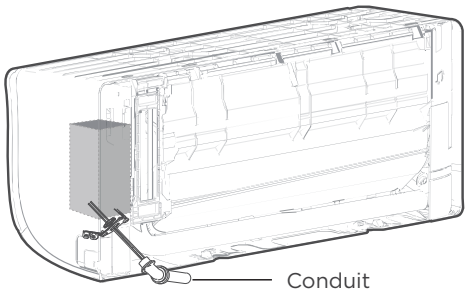

Fig. 9 — Conduit
4. As shown in Figure 9, insert the wires including the ground wire into the conduit and secure them with lock nut onto the conduit mounting plate.